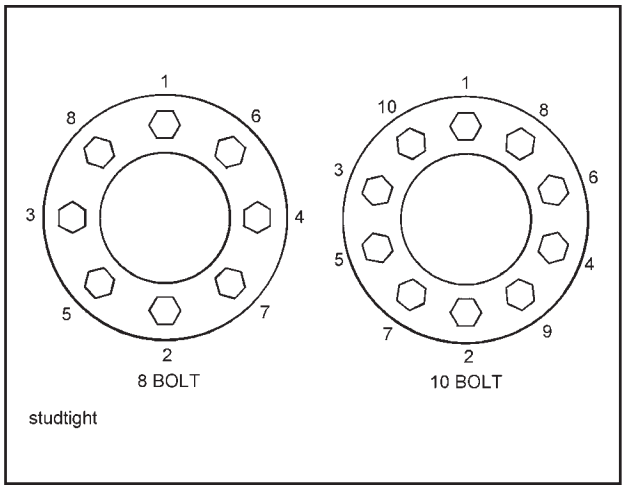

Figure 4-22 Stud Tightening Sequence
d. Install the flange nut and tighten to 50 foot-pounds using the sequence in **Figure 4-22.** Then tighten to full torque of 450 to 500 ft. lbs.